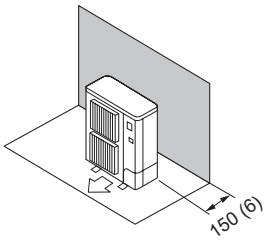

Fig. 2-6
(1) Obstacles uniquement à l'arrière (Fig. 2-6)